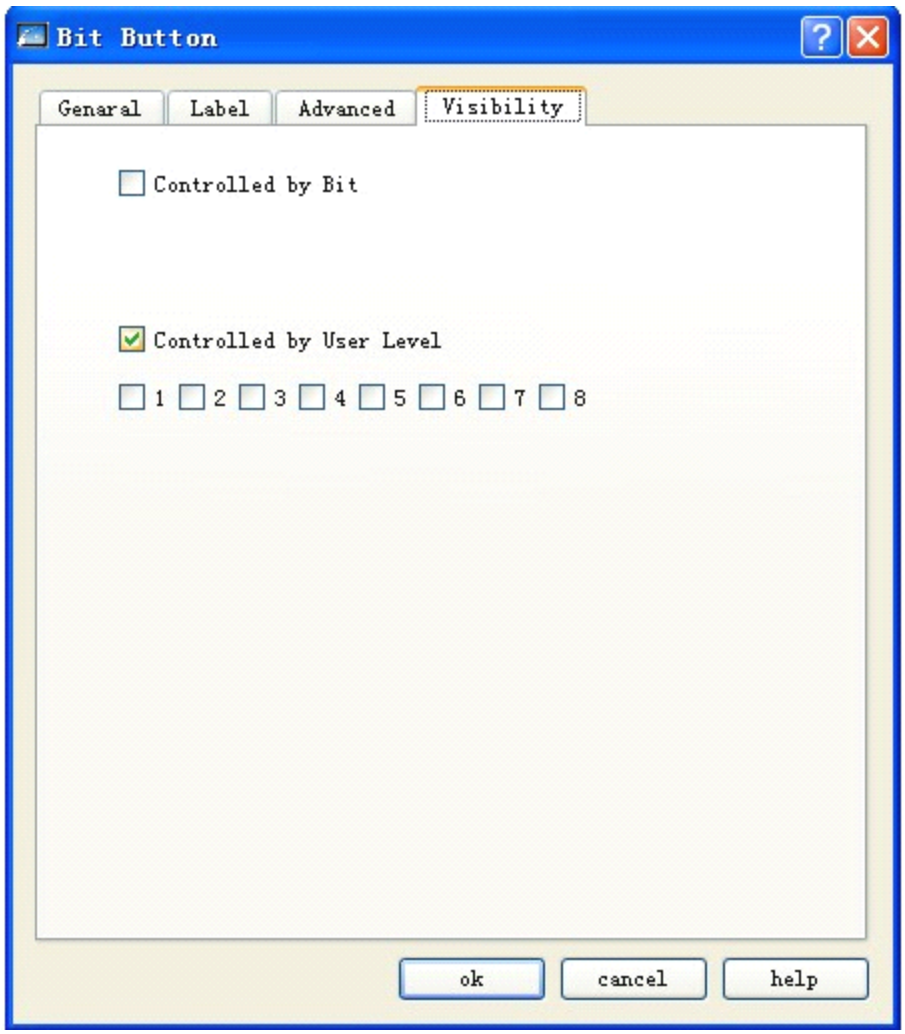

Рисунок 4-80 Вкладка Visibility битовой кнопки
- При нажатии вкладки Visibility, появится страница настроек видимости. Данная страница используется для установки отображения/скрытия элемента. Смотрите рисунок 4-80